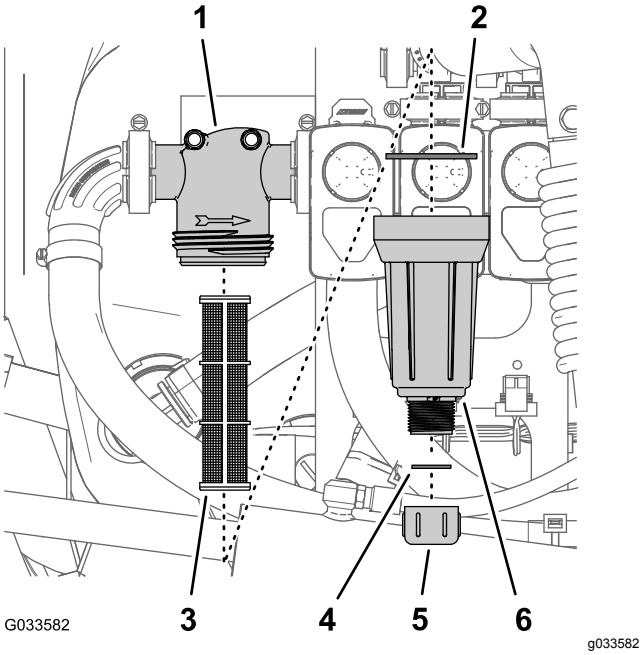

**Figur 106**
2. Plasser et tappefat under trykkfilteret (Figur 106).
3. Drei tappelokket mot klokken, og fjern den fra bollen i trykkfilteret (Figur 106).
4. Drei bollen mot klokken, og fjern filterhodet (Figur 106).
5. Fjern det gamle trykkfilterelementet (Figur 106).
6. Kontroller om det er skader eller slitasje på tappepluggen (den er inne i bollen) og pakningen til bollen (inne i filterhodet) (Figur 106).
7. Monter det nye trykkfilterelementet i filterhodet (Figur 106).
8. Monter bollen på filterhodet og stram til for hånd (Figur 106).
9. Monter tappelokket på koblingen nederst på bollen og stram lokket til for hånd (Figur 106).